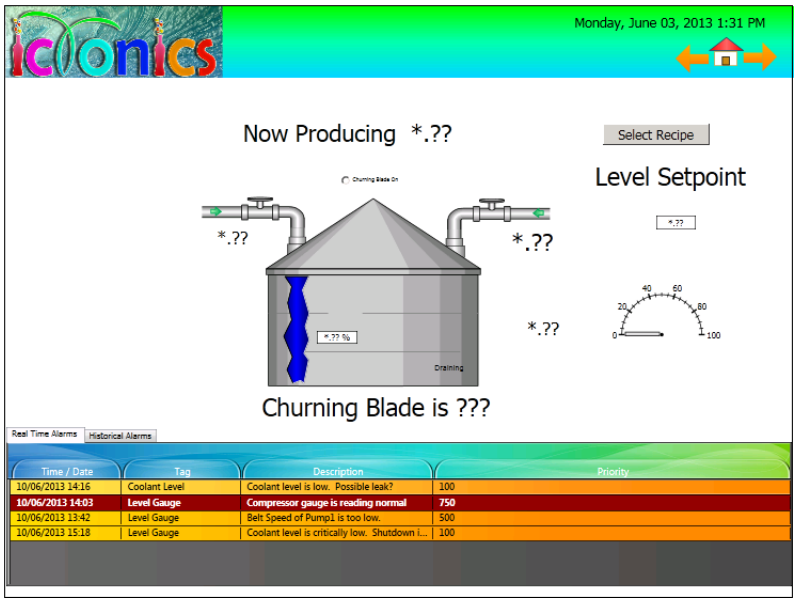

Figure LE.4 - icTonicsTankMonitor Display
10. Go to the button's properties and change the **Text** to **Select Recipe**. Make your finished display look like the one shown in Figure LE.4, and save it.